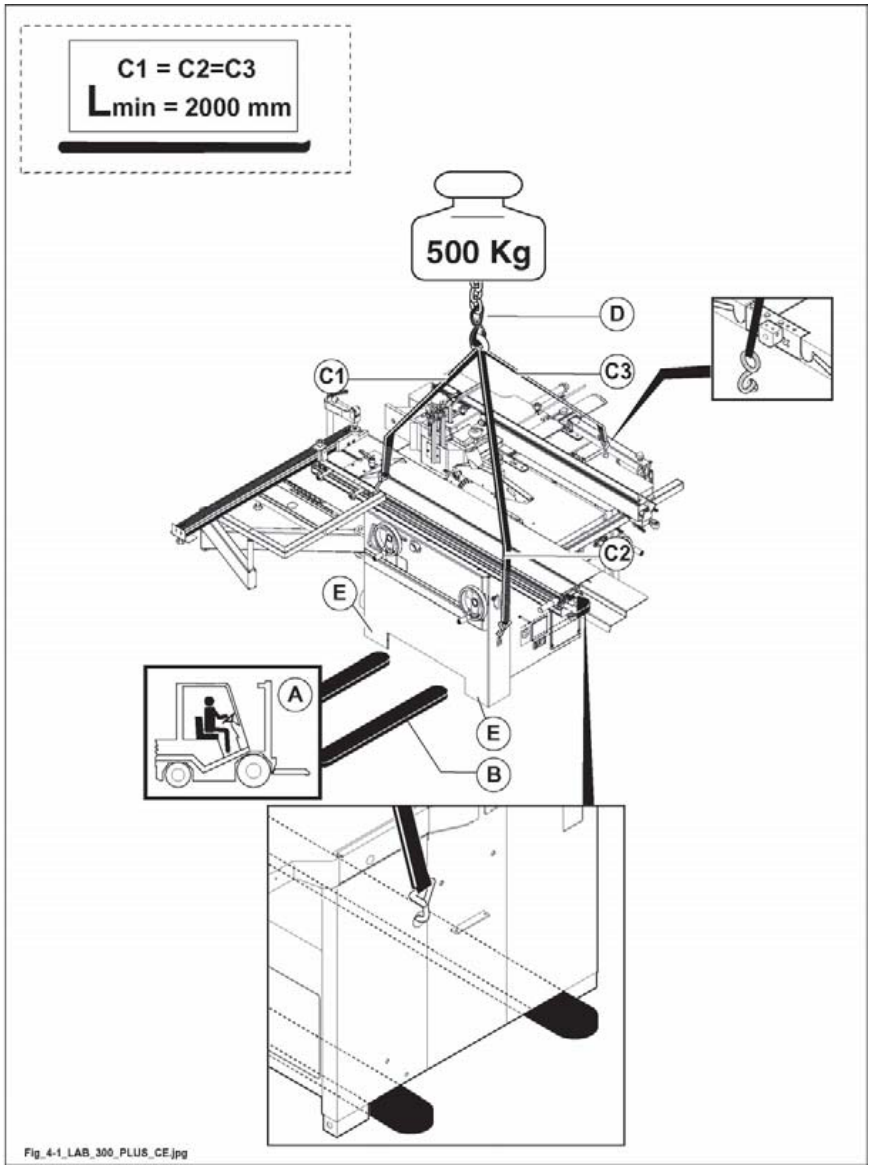

Abb. 4.1
- Die Maschine durch Kran oder andere Hebevorrichtung durch Hacken der Seile heben (siehe Abb. 4.1).
– 3 Riemen (C Abb. 4.1) mit ausreichender Länge und Tragkraft vorbereiten (Riemenmindestlänge 2000 mm);
– Riemen heben und wie auf der Abbildung 4.1 dargestellt, positionieren;
– Riemen am Kran (D Abb. 4.1) (mit ausreichender Tragkraft) anhängen;
– Riemen (C Abb. 4.1) richtig anordnen, indem der Kran jeweils etwas versetzt wird, bis man die optimale Stabilität erreicht hat;
– hubwagen (A Abb. 4.1) mit entsprechender Tragfähigkeit vorbereiten;
– die Gabeln des Gabelstaplers (B Abb. 4.1) gemäß Bild einschieben (neben den beiden Füßen (E Abb. 4.1) und sich vergewissern, daß diese wenigstens 15 cm vom hinteren Teil des Maschinengestells hervorstehen.